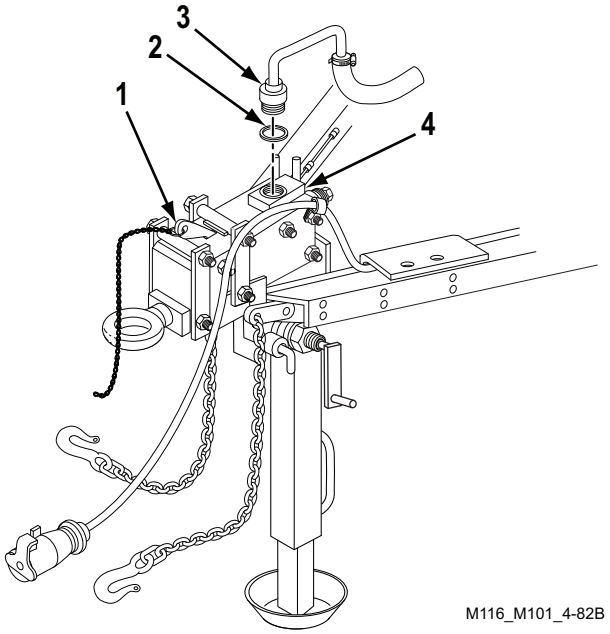

Figure 3. Hydraulic Brake System Bleeding.
6. Apply and release breakaway lever (Figure 3, Item 1) four to five times, to apply pressure to brake system.
7. Leave breakaway lever (Figure 3, Item 1) in applied position.
11. Release breakaway lever (Figure 3, Item 1).
12. Remove cap (Figure 3, Item 3) and gasket (Figure 3, Item 2) from master cylinder (Figure 3, Item 4). Discard gasket (Figure 3, Item 2) if damaged.
13. Fill master cylinder (Figure 3, Item 4) with brake fluid.
14. Install gasket (Figure 3, Item 2) and cap (Figure 3, Item 3) on master cylinder (Figure 3, Item 4).